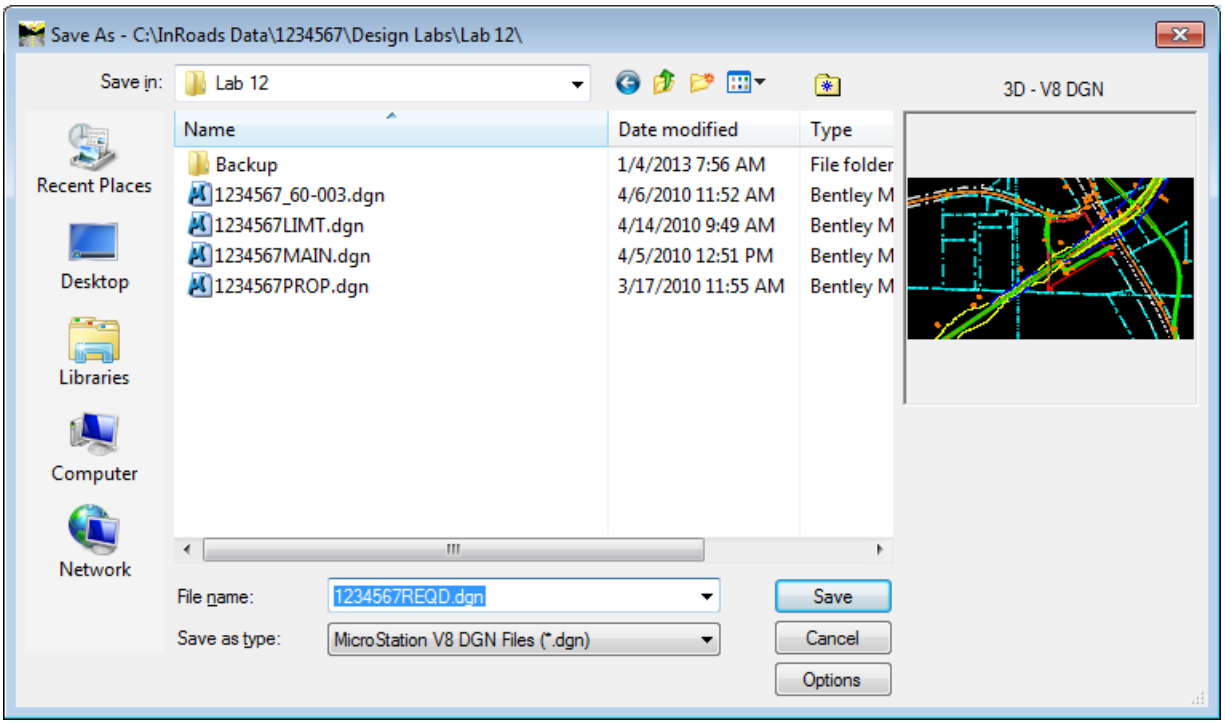

Figure L12-50 Save As
47.	**Create the 1234567REQD.dgn File.** • In MicroStation, select **File ► Save As**. • In the **Save As** dialog, navigate to **C:\InRoads Data\1234567\Design Labs\Lab 12** • In the **Save As** dialog, key-in **1234567REQD.dgn** as shown in *Figure L12-50*. • Change the ***Save as type:*** to **MicroStation V8 DGN Files (*.dgn)** as shown in *Figure L12-50*. • Click **Save**. • The **1234567REQD.dgn** file is now created and ready for any cleanup that may be required.